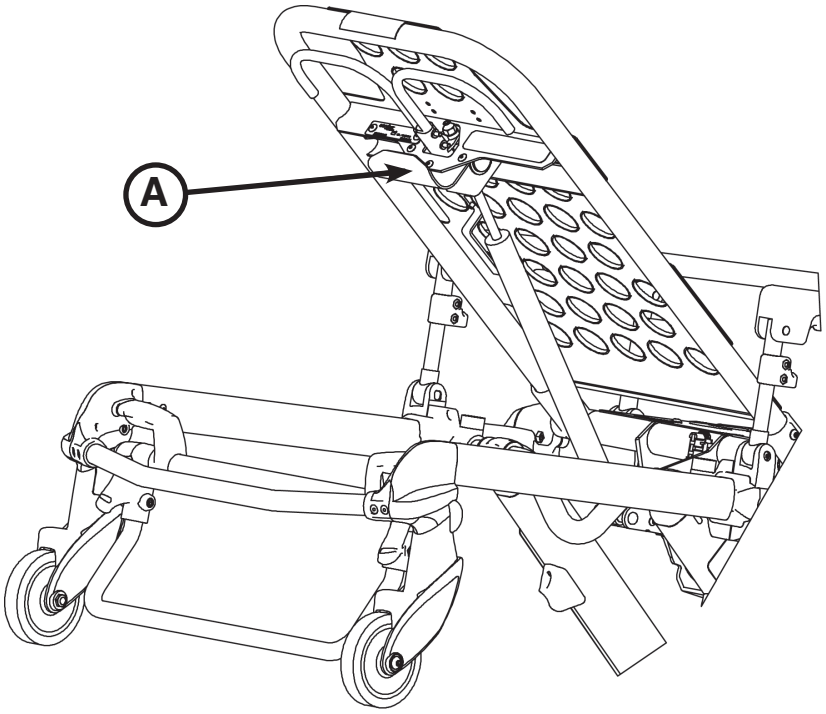

Figura 60
Utilizar o gancho do equipamento (A) (consultar Figura 60) para pendurar acessórios adicionais ou equipamento como desfibrilhadores ou monitores.